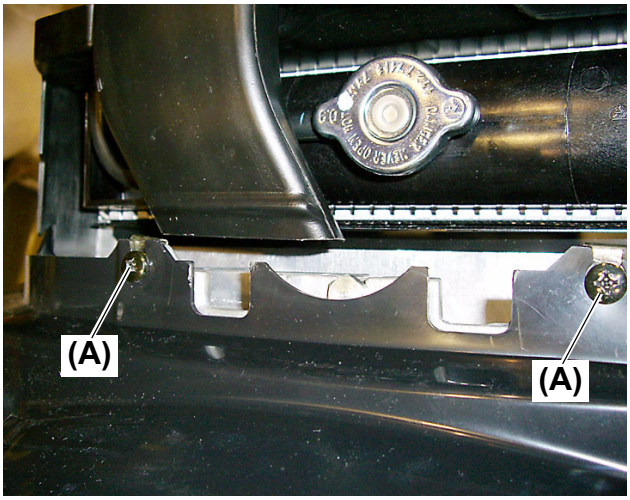

Fig. 3
2. Remove the two (2) screws **(Fig. 3, (A))** from the top side of the dashboard upper.